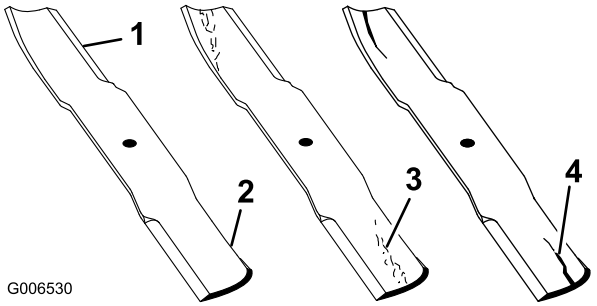

Figure 92
1. Examinez le tranchant des lames (Figure 92). Si les lames sont émoussées ou présentent des indentations, déposez-les et aiguisez-les. Reportez-vous à Affûtage des lames (page 62).
2. Inspectez les lames, surtout la partie relevée (Figure 92). Remplacez immédiatement toute lame endommagée, usée ou qui présente une entaille (Figure 92).